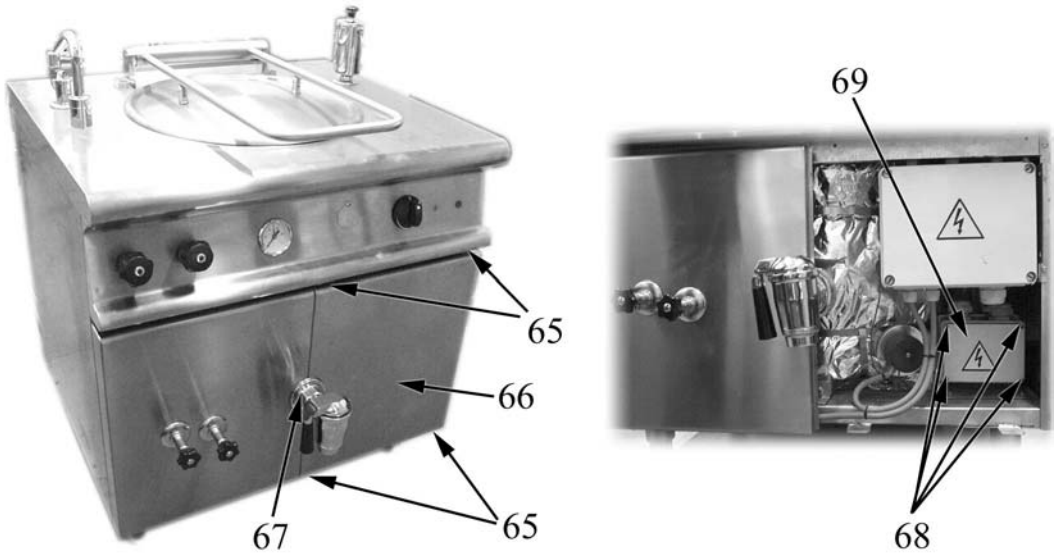

Fig. 7
- remove the panel pos. 66 in Fig. 7 by loosening the fixing screws pos. 65;
- to make panel removal easier pos. 66 slightly loosen the drain valve pos. 67 by unscrewing it ;
- to have access the terminal block, open the box pos. 69 by loosening the screws pos. 68;